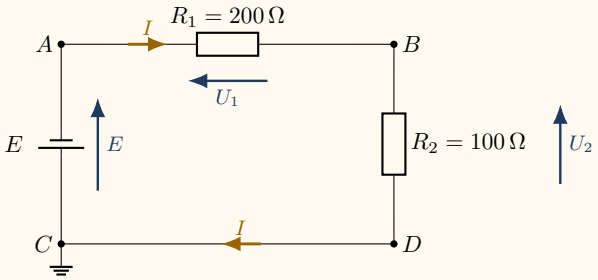

Fig. 2 – Montage électrique à réaliser.
- **Reproduisez**, à l'aide du matériel mis à disposition sur votre paillasse, le montage électrique de la Fig. 2.